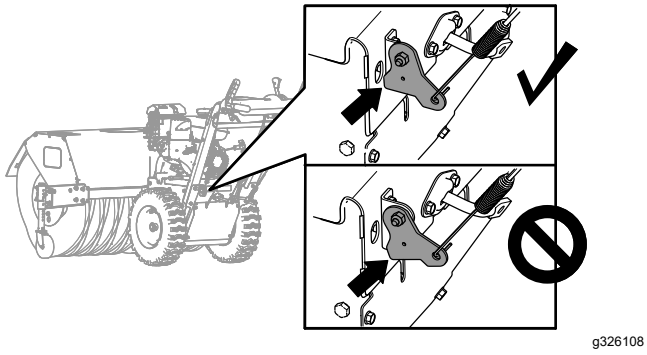

Figure 33
2. Vérifiez le jeu entre le bas du support du câble de déplacement et la plaque supérieure de la machine (Figure 33).